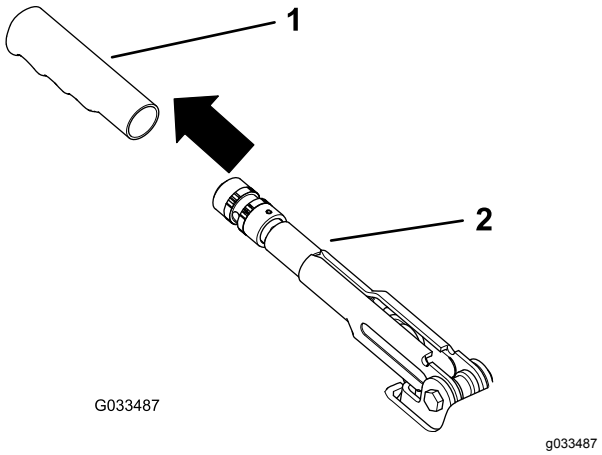

Rysunek 56
1. Zdejmij gumowy uchwyt z dźwigni hamulca postojowego (Rysunek 56).
5. Załóż gumowy uchwyt na dźwignię hamulca postojowego (Rysunek 56).